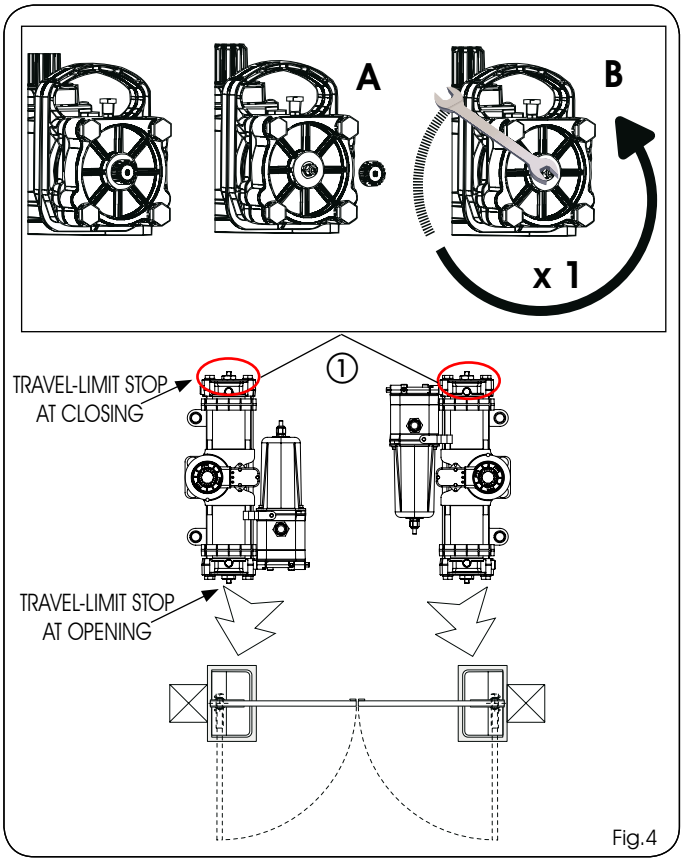

Fig.4
3) On the operator, unscrew the plug (Fig.4 ref. A) of the screw of the closing travel limit device (Fig.4 ref. ①) and check if the screw is completely tight.
4) **Back off the closing travel limit screw (Fig.4 ref. B) by one turn (IMPORTANT FOR CORRECT COUPLING OF THE PINION-GROOVED BUSH DURING INSTALLATION).**